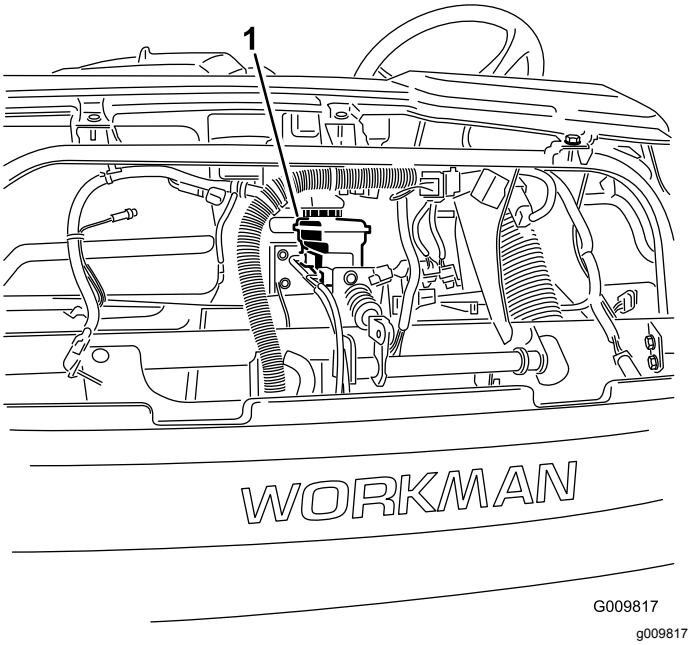
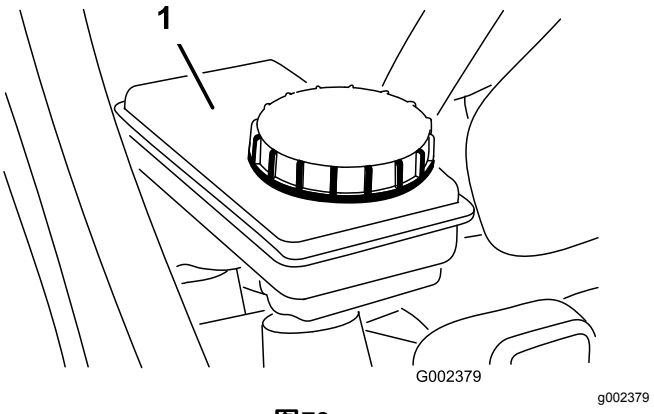

图72
图73
5. 检查刹车油箱内的油位图72 和图73。
A. 清洁盖子周围的区域图73。
B. 拆下油箱盖图73。
C. 将指定的刹车油添加至油箱的“已满”线图73。
D. 盖好油箱盖图73。